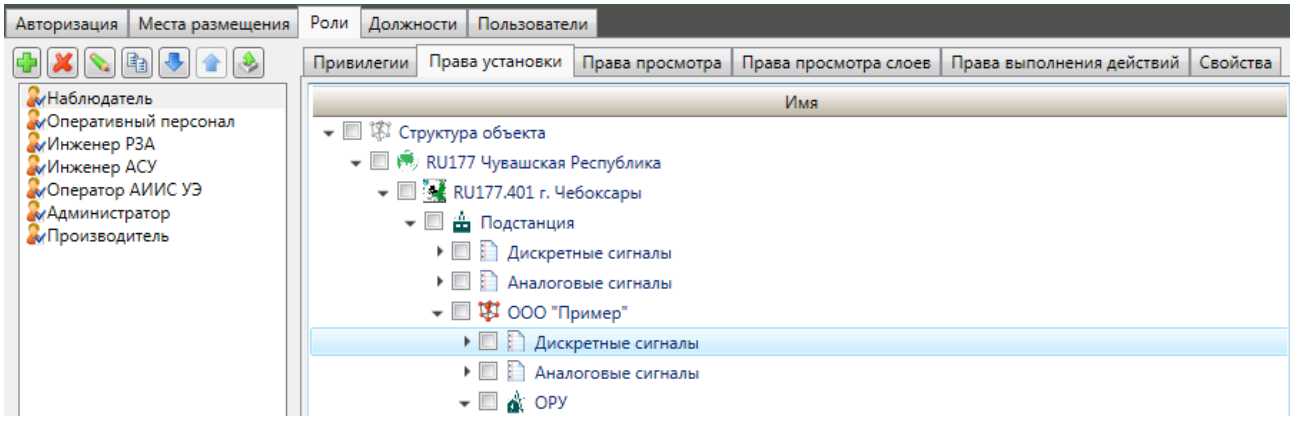

Рисунок 118 – Подраздел «Права установки» EKRASCADA АРМ
3.8.1.3.2 В подразделе «Права установки» (рисунок 118) определяется перечень сигналов, значения которых могут быть изменены[1)] пользователями роли. В случае отсутствия права блокируется возможность выполнения команды установки значения на АРМ.